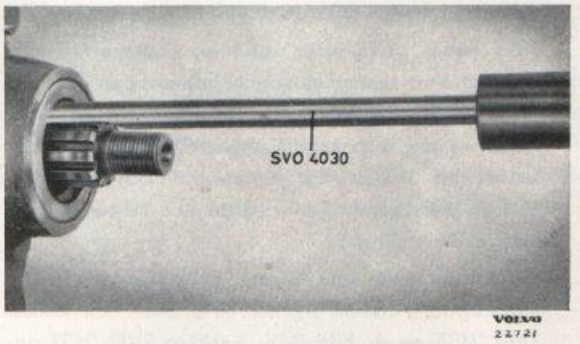
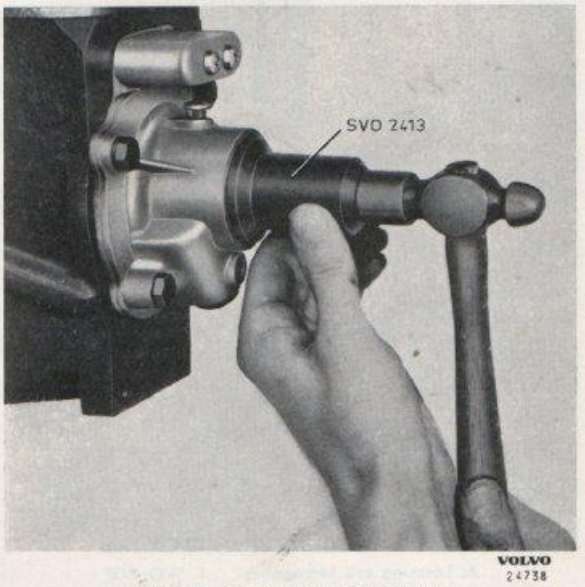

Bild 3-13. Demontering av tätningsring
Bild 3-14. Montering av tätningsring
3. Drag ut den gamla tätningsringen (18) med utdragare SVO 4030, bild 3-13. Montera den nya tätningsringen med hjälp av dorn SVO 2413, bild 3-14.